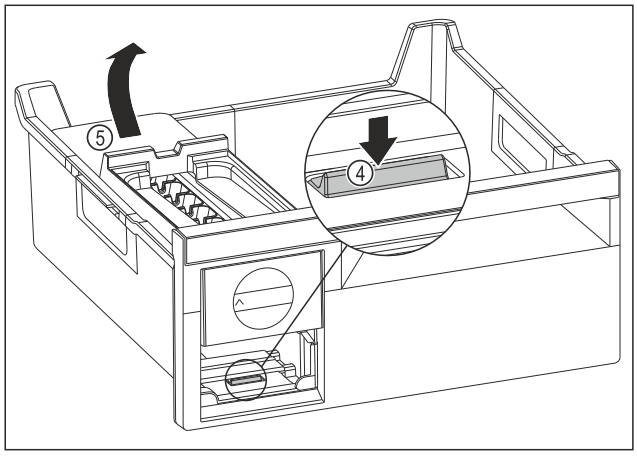

Fig. 144
- ▶ Removing the EasyTwist-Ice body: Use your finger to push the tab *Fig. 144 (4)* down and use your other hand to lift the EasyTwist-Ice body *Fig. 144 (5)* from behind at the same time.